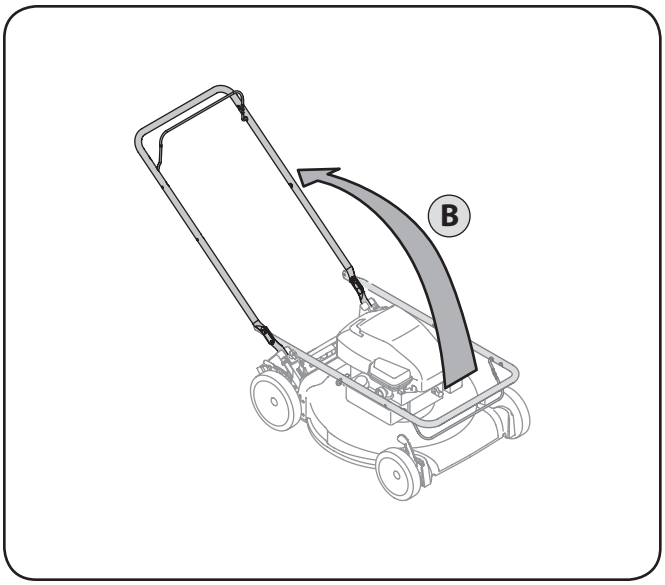

Figura 3-2
b. Si bien la estabilización de cortacésped por lo que no se mueve, pivote asa superior como se muestra en la figura. 3-2. No engarzado cable mientras levanta la palanca hacia arriba.